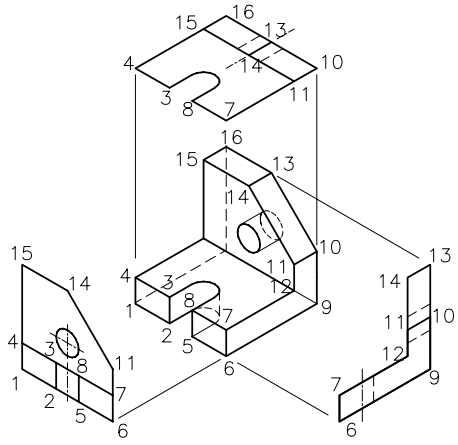

Figure 35-18 *Project the image onto the parallel planes*
4. Look at the object along the negative Y axis and project the image on the imaginary XZ parallel plane (Figure 35-18).